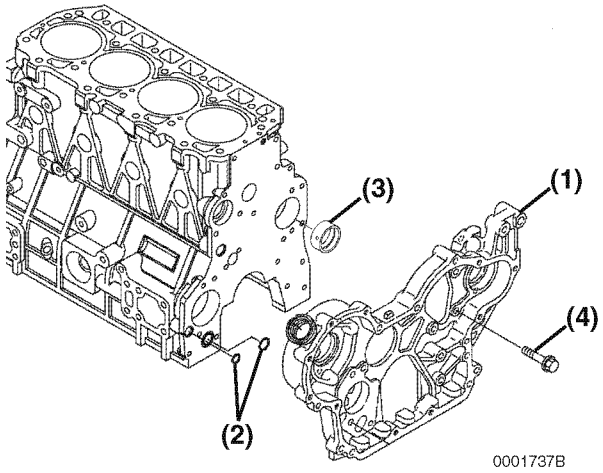
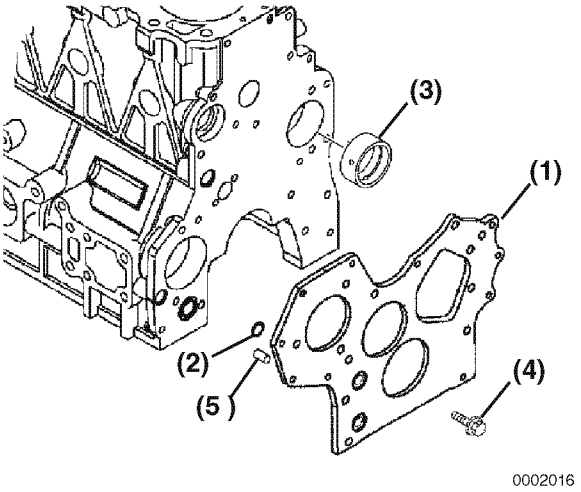

Figure 6-144
Figure 6-145
1. If removed, install a new camshaft bushing **(Figure 6-144, (3))** using the appropriate service tool.
3. 4TNV94 - 4TNV106: Install two new O-rings **(Figure 6-144, (2))** in the cylinder block.
4. TNV84 - TNV88: Reinstall the dowels **(Figure 6-145, (5))** and a new O-ring **(Figure 6-145, (2))**.
5. Reinstall the gear case **(Figure 6-144, (1))** or front plate **(Figure 6-145, (1))**. Tighten the bolts to the specified torque.